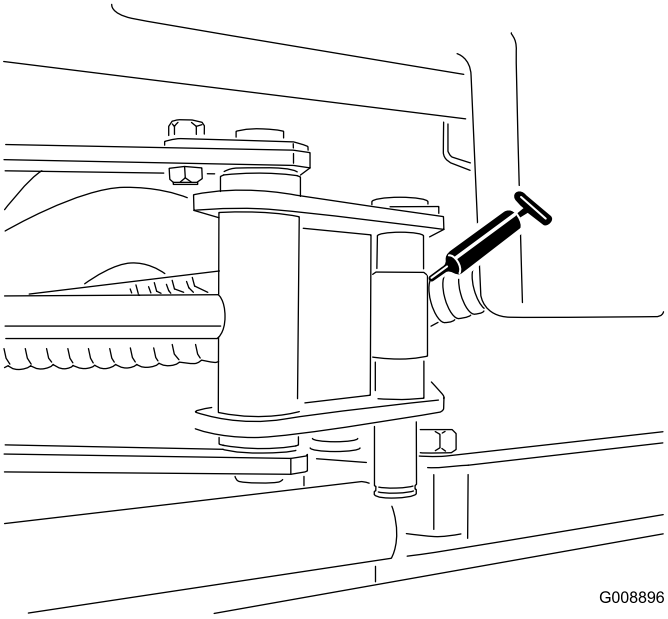

Figur 38
- Sidspolens cylinderändar (2) (Figur 38)